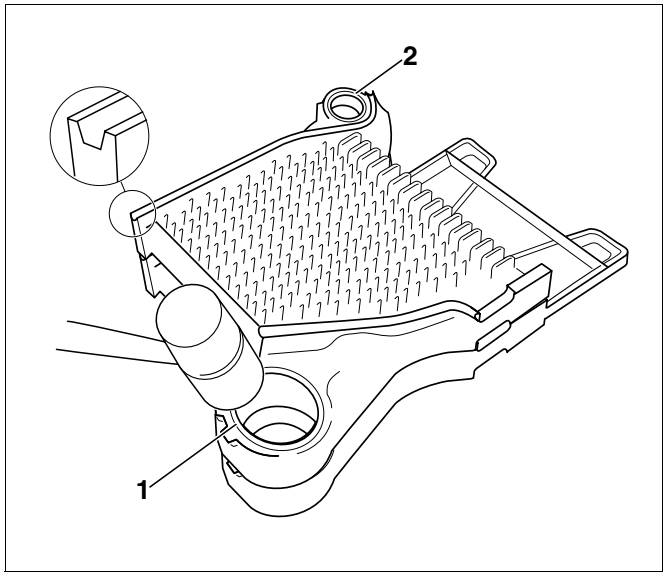

Рис. 12 Сборка средней и конечной секций
- Верхнюю и нижнюю ступицы (рис. 12, **поз. 1** и **2**) средней секции надеть на ниппели конечной секции.
- Ударяя резиновым или деревянным молотком, соединить среднюю секцию с конечной (рис. 12).